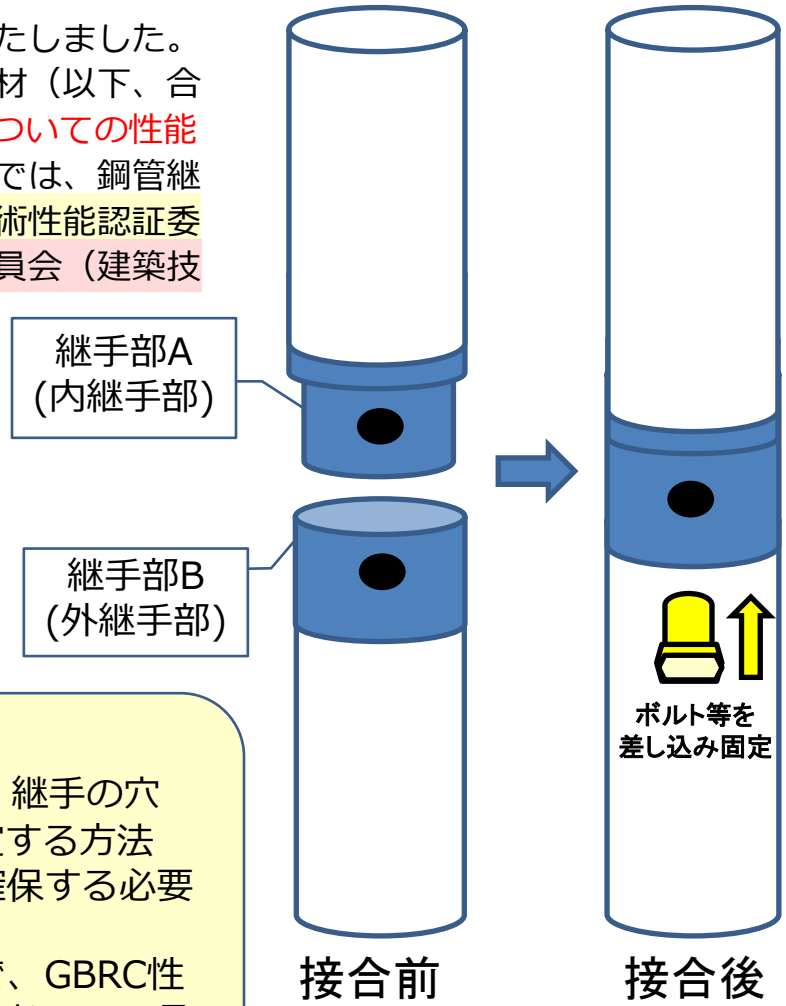

図.1　嵌合継手の例
- 上部と下部で違う形状の継手（図.1青部分）をはめ込み、継手の穴（図.1黒部分）にボルト等（図.1黄部分）を差し込み固定する方法